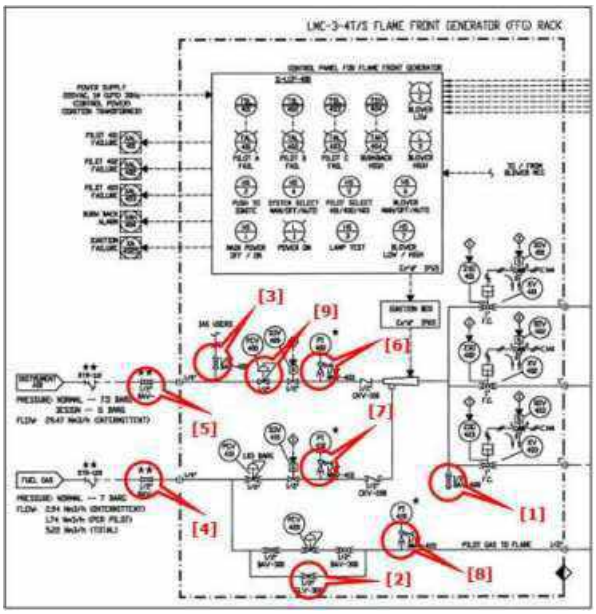
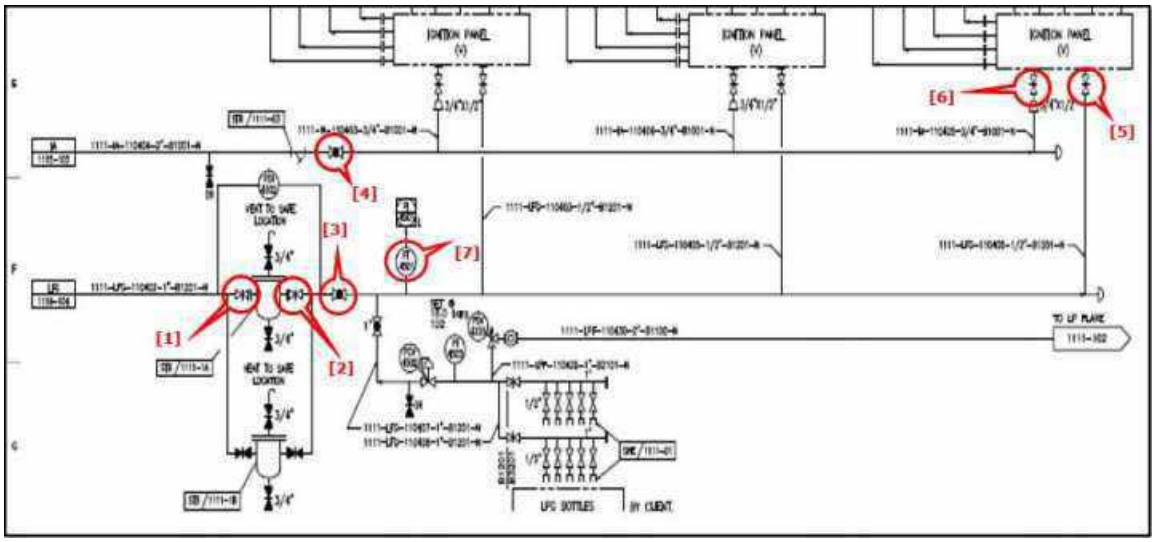

Figure 1 : Show the package P&ID for pilot ignition system
Figure 3 : Show the P&ID and valve location for low low pressure flare
Field Operator	1.14 Open gate valve inlet (1) and outlet (2) filter 1" LFG line in figure 3. 1.15 Open globe valve 1" LFG line (3) in figure 3. 1.16 Open globe valve 2" instrument air line (4) in figure 3. 1.17 Open gate valve ½" LFG line to ignition panel (5) in figure 3. 1.18 Open gate valve ½" instrument air line to ignition panel (6) in figure 3. 1.19 Push lamp test to check lamp. △ 1.20 Connect hose for utility air at drain valve (1) in figure 1. △ 1.21 Open drain valve (1) in figure 1 for utility air purge pilot ignition. 1.22 Switch HS-1 (Main Power) at Local Control Panel to "On". 1.23 Switch HS-4 to "Hand". 1.24 Check pressure gauge LFG line (PI-410) and instrument air line (PI-400) 1.5 barg (7) in figure 3. 1.25 Switch HS-5 to 401 (pilot 1). 1.26 Push HS-2 to ignite and check pilot flame. 1.27 Wait for 30 sec. to allow the thermocouple on the pilot to confirm ignition. 1.28 Switch HS-5 to 402 (pilot 2). 1.29 Push HS-2 to ignite and check pilot flame. 1.30 Wait for 30 sec. to allow the thermocouple on the pilot to confirm ignition. 1.31 Switch HS-5 to 403 (pilot 3). 1.32 Push HS-2 to ignite and check pilot flame. 1.33 Wait for 30 sec. to allow the thermocouple on the pilot to confirm ignition.
Field operator (Check the position of valves, switches and instruments)	2.1 LFG to rack : Closed position (5) in figure 3. 2.2 Instrument air supply valves to rack : Closed position (6) in figure 3. 2.3 Drain valve : Closed position (1) in figure 1. 2.4 Pilot fuel gas bypass valves : Closed position (2) in figure 1. 2.5 Pressure gauge bleed valves : Closed position (3) in figure 1. 2.6 Pilot fuel gas on the LMC rack : Open position (4) in figure 1. 2.7 Instrument air on the LMC rack : Open position (5) in figure 1. 2.8 Pressure gauge isolation valves : Open position (6), (7), (8) in figure 1. 2.9 PCV-400 : Closed position (9) in figure 1. 2.10 PI-400 at 0 barg (6) in figure 1. 2.11 Ignition panel power switch in "Off" position. 2.12 System select switch in "Auto" position. 2.13 Blower HOA switch in "Auto" position.
Field operator	2.14 Open gate valve inlet (1) and outlet(2) filter 1" LFG line in figure 3. 2.15 Open globe valve 1" LFG line (3) in figure 3. 2.16 Open globe valve 2" instrument air line (4) in figure 3. 2.17 Open gate valve ½" LFG line to ignition panel (5) in figure 3. 2.18 Open gate valve ½" instrument air line to ignition panel (6) in figure 3. 2.19 Push lamp test to check lamp. 2.20 Switch HS-1 (Main Power) at Local Control Panel to "On". 2.21 Switch HS-4 to "Auto". 2.22 Check pressure gauge LFG line (PI-410) and instrument air line (PI-400) 1.5 barg (7) in figure 3. 2.23 Stand by for confirm ignition and check pilot flame.